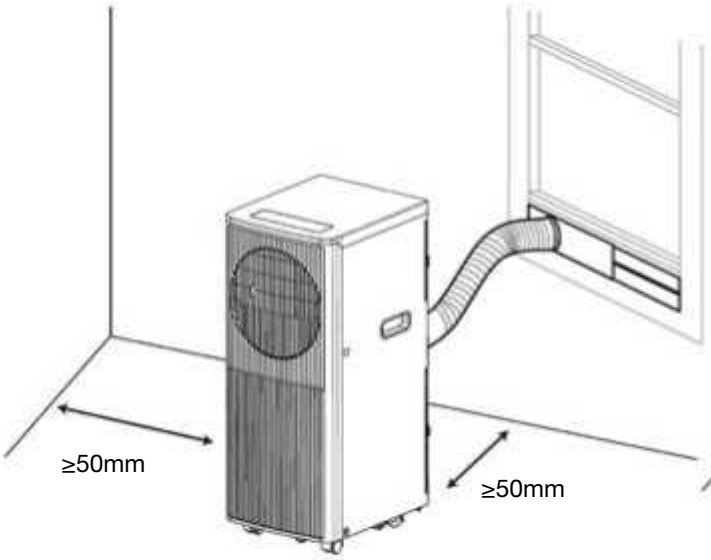
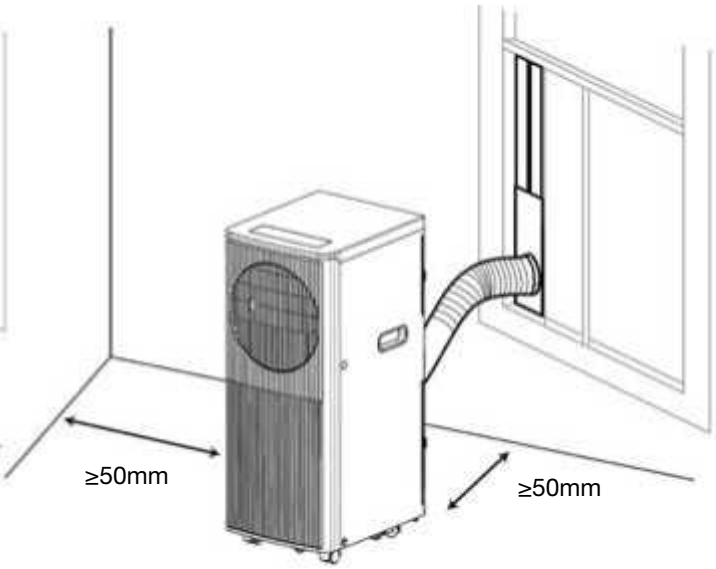

Fig. 2
Fig. 3
2) Zoals getoond in Fig.2 en Fig.3, installeer de uitlaatslang en pas de positie van het raam goed aan.